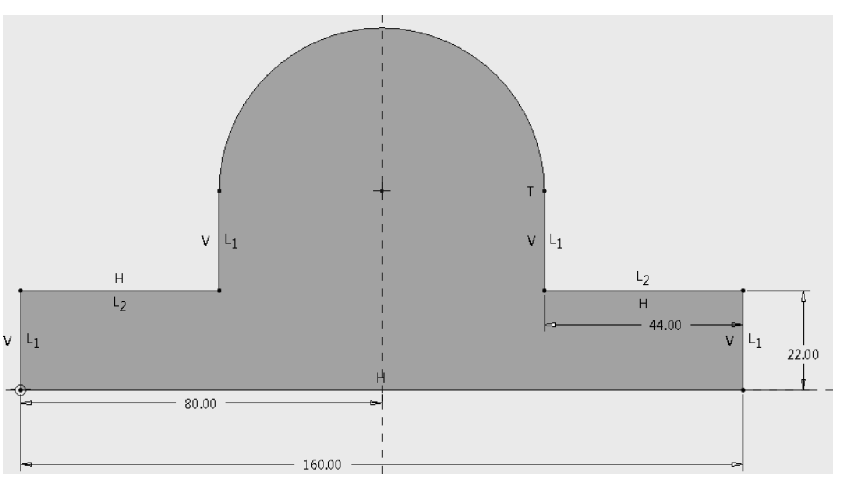

图 3-21 基座的截面图形
(4) 绘制如图 3-21 所示的图形,作为拉伸特征的截面图形。